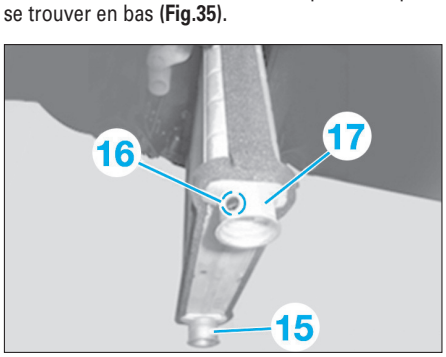

Fig. 35
- Le raccord d'alimentation (15) doit par conséquent se trouver en bas **(Fig.35)**.